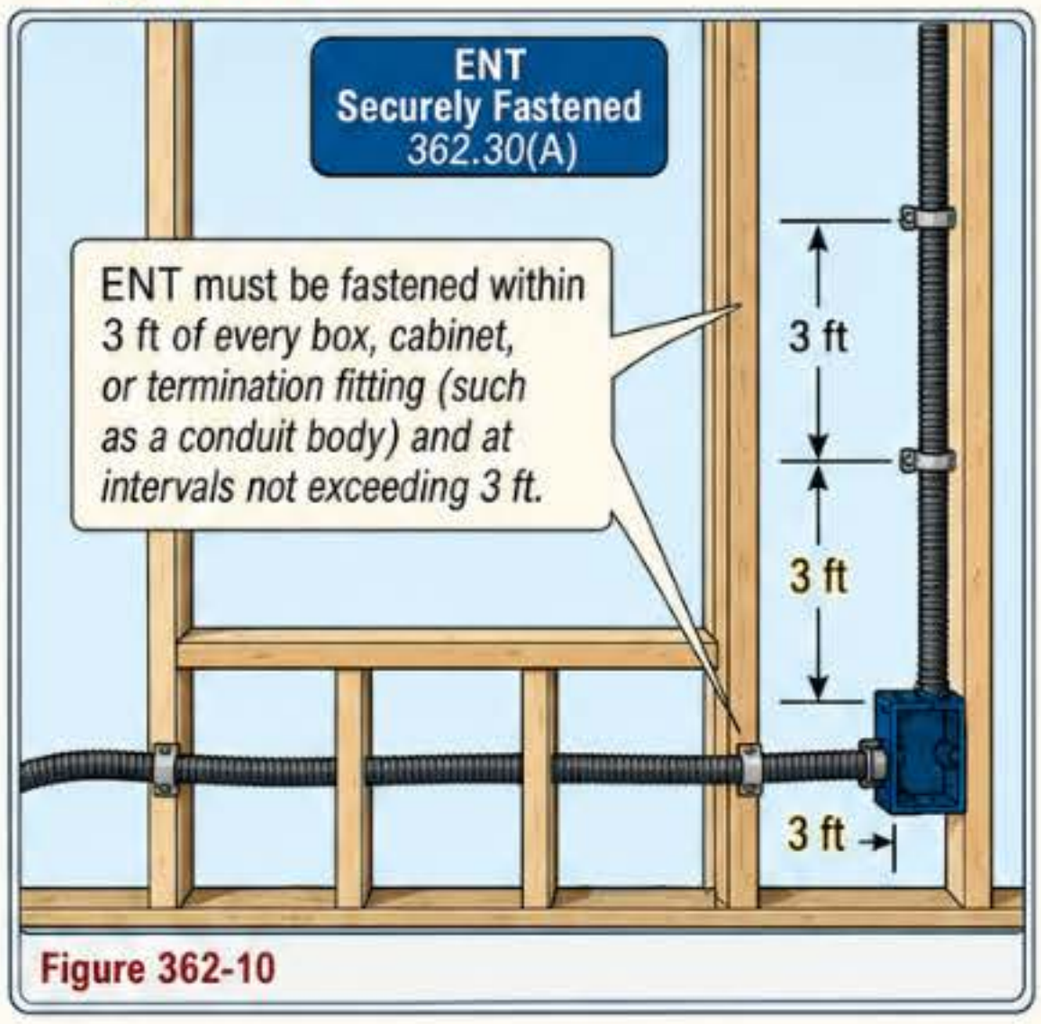

Figure 362-10
(A) Securely Fastened. ENT must be fastened within 3 ft of every box, cabinet, or termination fitting (such as a conduit body) and at intervals that do not exceed 3 ft. → **Figure 362-10**